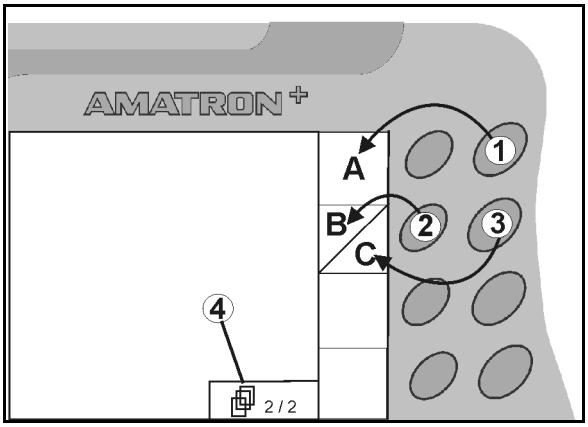

Fig. 7
- If boxes appear on the display, only the right key (Fig. 7/1) is assigned to the function field (Fig. 7/A).
- the left key (Fig. 7/2) is assigned to the top left function field (Fig. 7/B).
- the right key (Fig. 7/3) is assigned to the bottom right function field (Fig. 7/C).
• Scroll to other menu pages (only possible if (Fig. 7/4) appears in display)• Multi-function stick learning menu (see page 54)